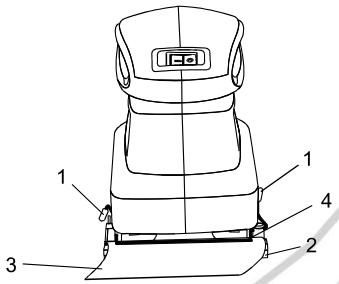

Рисунок 3
1. Поднимите и отогните наружу передний и задний рычажки зажима для наждачной бумаги (1), расположенные в передней и задней части опорной подошвы (2) (см. рис. 3).
2. Заправьте один конец шлифовального листа (3), располагая его зернистой стороной вверх, в открытый передний зажим (4) и выровняйте лист относительно края опорной подошвы. Поднимите и отогните вовнутрь рычажок зажима, чтобы закрепить шлифовальный лист.
1. Закрепите наждачную бумагу как показано на рис. 3 и 4.